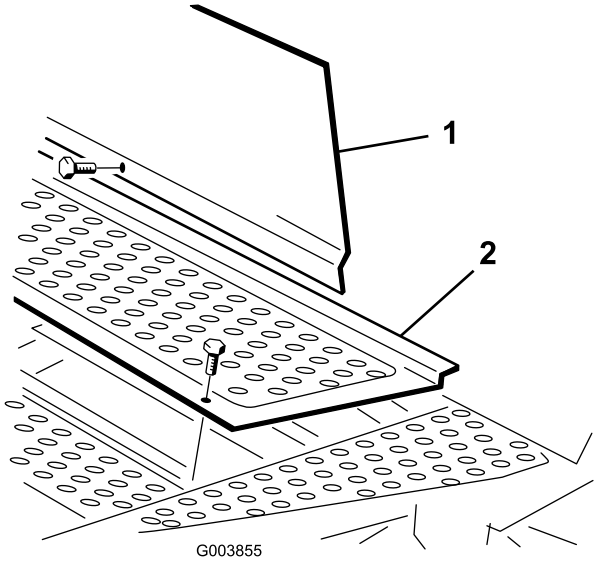

**Figuur 5**
van het inspectieluik vastzitten aan het frame (Figuur 5).
2. Vervang de bevestiging van de vloerplaat door de flensbout (5/16 x 5/8 inch), die als los onderdeel is meegeleverd (Figuur 5).
3. Vervang de bevestiging van het inspectieluik door de flensbout (5/16 x 3/4 inch), die als los onderdeel is meegeleverd (Figuur 5).